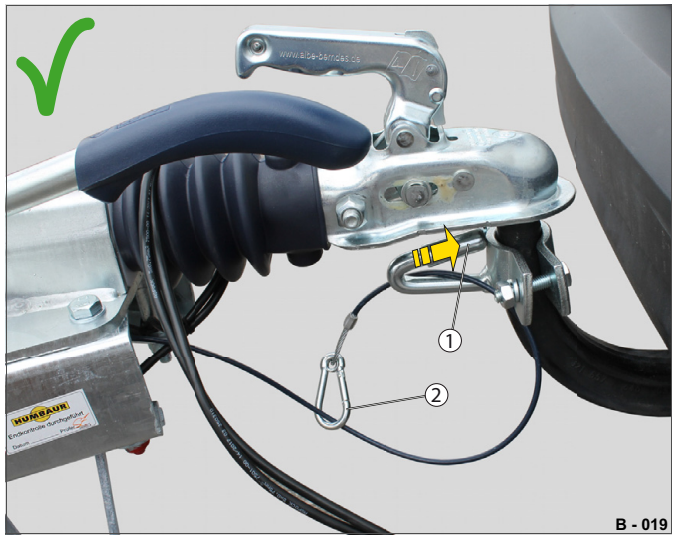

Abb. 18 Odtrhové lanko zajištěné
▶ Zkontrolujte, zda je karabinka (Abb. 18/2) zavřená.